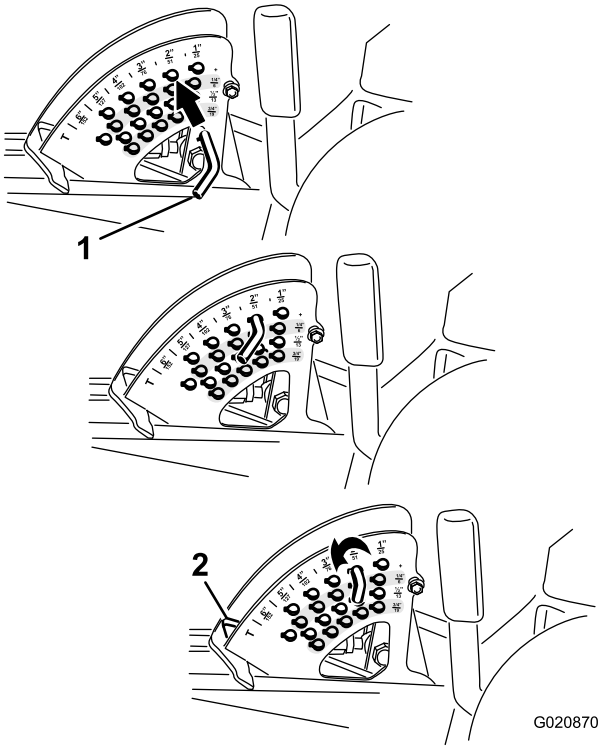

Rysunek 20
Informacja: Aby zablokować podwozie kosiarki w położeniu podniesionym, unieś podwozie powyżej wysokości 15 cm, usuń sworzeń blokady wysokości koszenia i umieść go w położeniu wysokości koszenia 15 cm (Rysunek 20).
2. Aby wyregulować, należy obracać sworzeń blokady, aż znajdujący się w nim sworzeń obrotu zrówna się ze szczelinami w otworach we wsporniku wysokości koszenia, a następnie wyjąć go (Rysunek 20).
3. Wybierz otwór we wsporniku wysokości koszenia odpowiadający żądanej wysokości koszenia, wsuń sworzeń i obróć go w dół do zablokowania na miejscu (Rysunek 20).
Informacja: Istnieją 4 rzędy otworów (Rysunek 20). Górny rząd zapewnia wysokość koszenia podaną nad sworzniem. Drugi rząd zapewnia podaną wysokość plus 6 mm. Trzeci rząd zapewnia podaną wysokość plus 12 mm. Dolny rząd zapewnia podaną wysokość plus 18 mm. Dla położenia 15,2 cm istnieje tylko jeden otwór znajdujący się w drugim rzędzie. Nie powoduje on dodania 6 mm do położenia 15,2 cm.